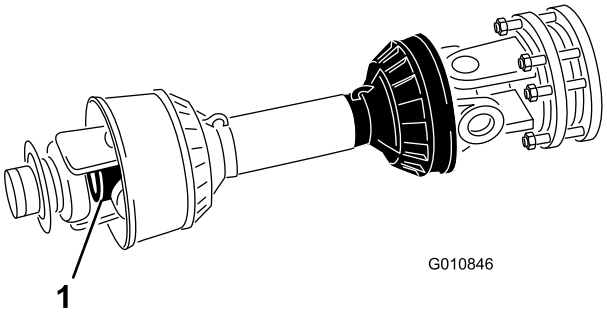

Figur 14
9. Skyv rørene til kraftuttaksakselen til de er slått helt sammen. Kontroller at **det indre** røret ikke stikker ut, inn i kryss- og lagringsdelene på det ytre røret (Figur 14). Hvis dette skjer, løser du problemet ved å kutte **mer av** det indre røret.